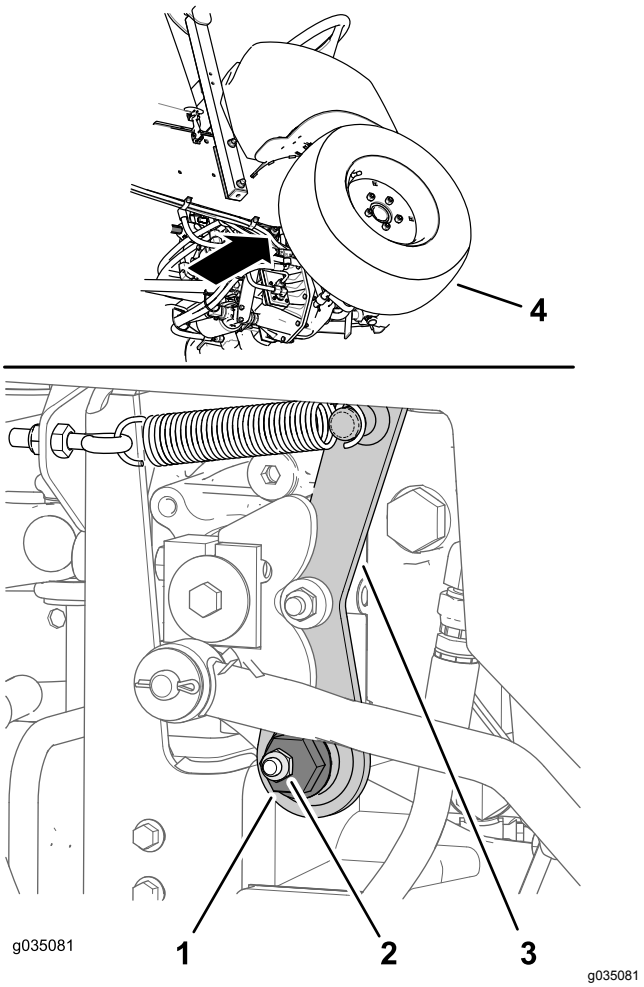

Figur 65
1. Finn eksenterens sekskant til høyre for den hydrauliske pumpen og under kontrollkonsollen (Figur 65).
2. Løsne holdemutteren til du kan flytte eksenterens sekskant (Figur 65).
4. Roter eksenterens sekskant mot klokken til forhjulet begynner å rotere forover. Roter deretter eksenterens sekskant med klokken til forhjulet begynner å rotere bakover (Figur 65).